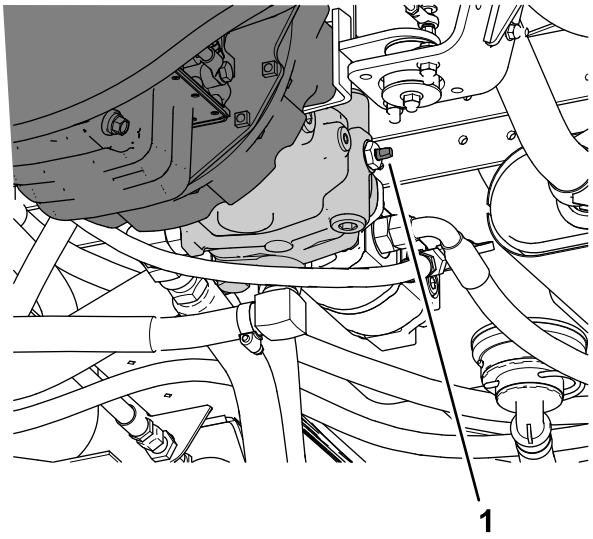

**Bild 60**
3. Drehen Sie das Abschleppventil (Bild 60) um 90° in eine Richtung, um es zu öffnen.